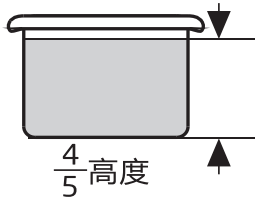

图3
3)食物和水不得超过内锅高度的4/5;水中易膨胀食物不得超过内锅高度的3/5;食物和水不得少于内锅高度的1/5(如图3、